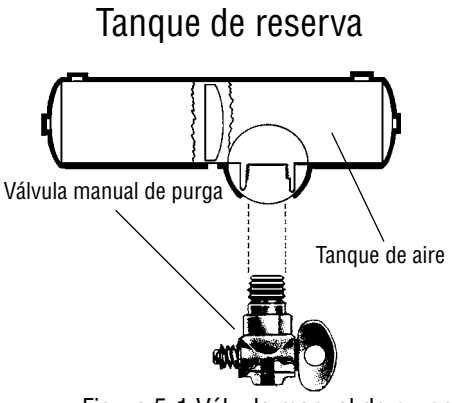

Figura 5-1 Válvula manual de purga
- Accionada manualmente girándola un cuarto de vuelta, como se muestra en la figura 5-1 o tirando de un cable. Usted mismo tiene que purgar los tanques al final de cada día de manejo.